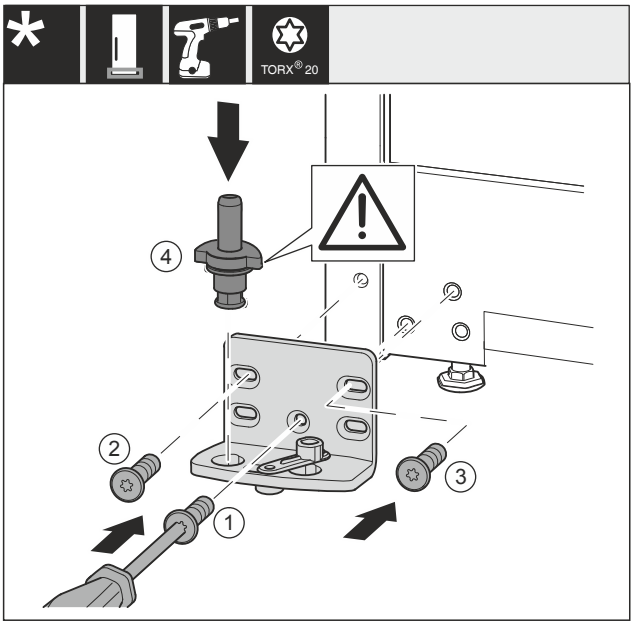

Fig. 38 *
▶ 将托架安装到另一侧，并借助螺丝刀旋紧。用 *Fig. 38 (1)* 从底部的中心开始。*
▶ 拧紧螺钉 *Fig. 38 (2)*和 *Fig. 38 (3)*。*
▶ 将轴承螺栓 *Fig. 38 (4)*完全装入。同时注意止动凸轮需指向后方。*